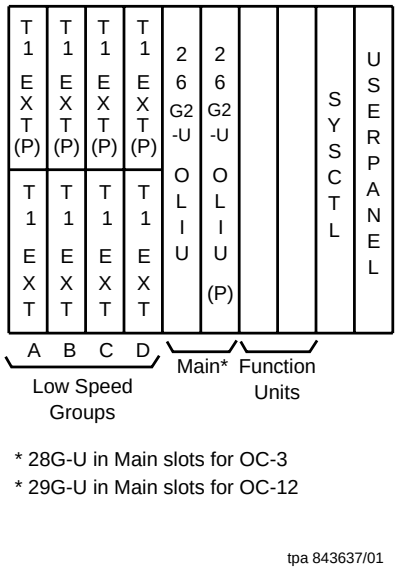
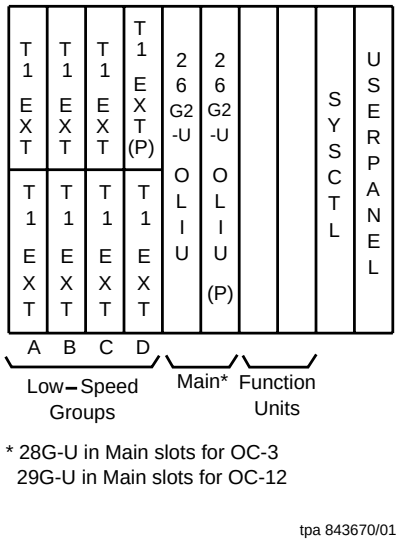
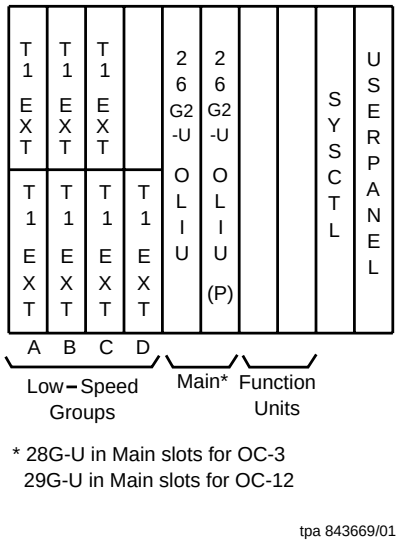

Figure 3-19. DDM-2000 FiberReach with 1x1 Protected T1 Extension Services
Figure 3-20. DDM-2000 FiberReach with 1x7 Protected T1 Extension Services
Figure 3-21. DDM-2000 FiberReach with Unprotected T1 Extension Services
Figure 3-19, Figure 3-20, and Figure 3-21 show examples of the DDM-2000 FiberReach in a T1 extension configuration. The wideband shelf is a complete DS1 to OC-1 solution; therefore, the narrowband shelf is not used for this application. The wideband shelf uses the two main OLIU slots to interface an OC-1 or OC-3 or OC-12 line to the low-speed group(s). The OLIU circuit packs are equipped in pairs, one service and one protection [denoted (P)]. Low-speed interface growth proceeds in two DS1 increments by equipping the low-speed slots with dual T1 extension circuit packs. The SYSCTL is always required for these applications. Primary lightning protection (Lucent Technologies' protector unit 4B3EW or equivalent) and the secondary lightning and surge protection assembly (mounted externally to the DDM-2000 FiberReach shelf) are required for outside plant applications.
Figure 3-19 shows a 1x1 low-speed protection configuration with four low-speed groups (A, B, C, D) for a maximum of four service and four protection units per multiplexer. Primary (Lucent's protector unit 4B3EW or equivalent) and secondary lightning protection assemblies are required for each tip/ring pair of a T1 extension.
A 1x7 protection architecture, shown in Figure 3-20, allows up to seven service and one protection unit per multiplexer. A 177A apparatus blank is required in any unused slots.
This same configuration would also be used for unprotected T1 service, as shown in Figure 3-21, for a maximum of seven service units per multiplexer.